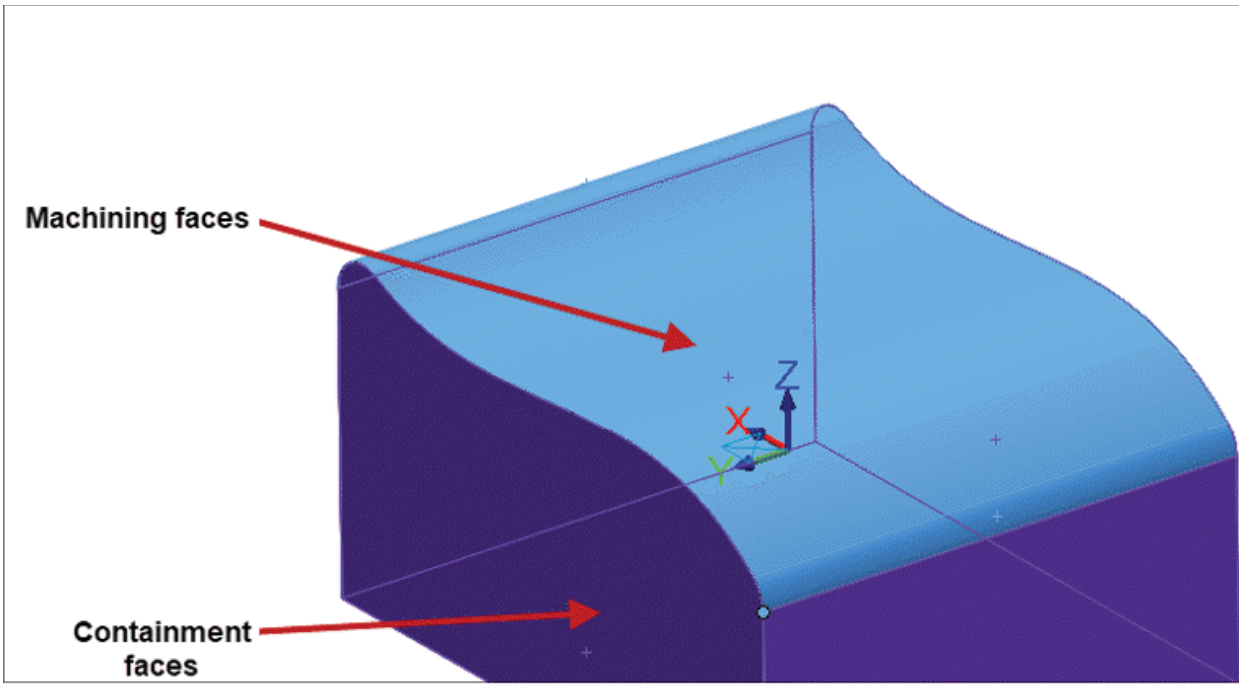

Figure-23. Faces selected for parallel rough toolpath
- Select the faces that you want to machine; refer to Figure-23 and press **ENTER**. The **Toolpath/surface selection** dialog box will be displayed.